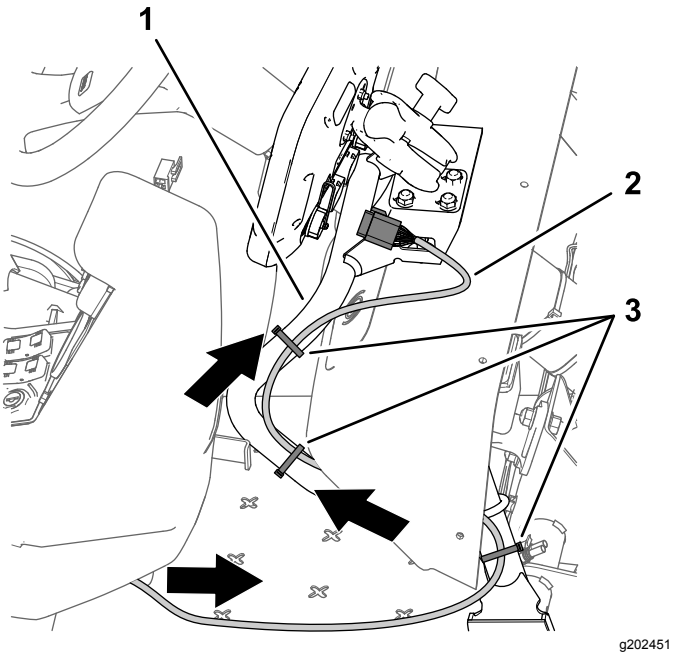

Figuur 205
1. Leid de aftakking van 220 cm van de datakabel (de kabelboomaftakking met de connector met 26 contacten) naar voren en onder het dashboardpaneel (Figuur 205).
2. Leid de aftakking van 220 cm van de datakabel langs de steunbuis voor de monitor (Figuur 205).
4. Zorg dat de aftakking van 220 cm van de datakabel slap genoeg hangt opdat de bestuurder van de spuitmachine de monitor kan verstellen, en bevestig de kabelboom met kabelbinders aan de steunbuis voor de monitor; zie Figuur 205.